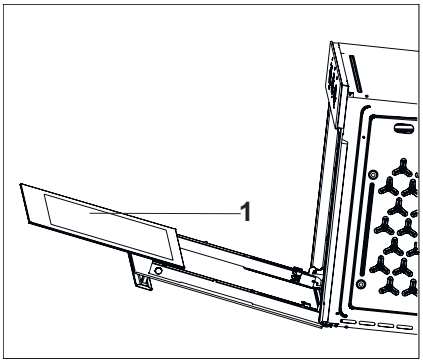

Fig. 24
- Rimuovere il vetro interno dell'apparecchio per pulirlo (Fig. 24).